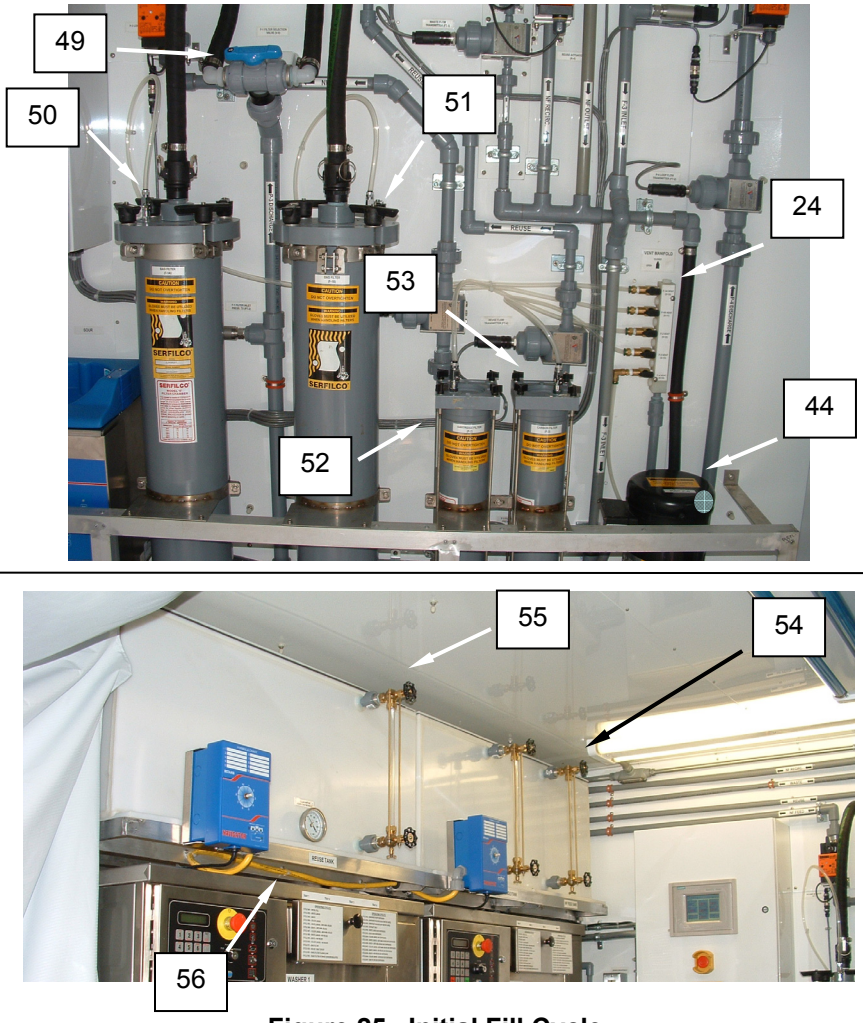

Figure 25. Initial Fill Cycle.
8. Use valve V-9 **(Figure 25, Item 49)** to select either filter F-1A **(Figure 25, Item 50)** or F-1B **(Figure 25, Item 51)**.
9. Open the vent valves on the vent valve manifold **(Figure 25, Item 24)** for Filter F-1A **(Figure 25, Item 50)** or F-1B **(Figure 25, Item 51)**(whichever is selected) and Filter F-2 **(Figure 25, Item 52)**. As the Water Treatment System Hold Tank (WTS) **(Figure 25, Item 46)** fills, a level sensor will activate causing pump P-3 to run.
10. Monitor water flow and ensure most of the air is evacuated from the line on Filter F-1A **(Figure 25, Item 50)** or F-1B **(Figure 25, Item 51)** (whichever is selected) and Filter F-2 **(Figure 25, Item 52)**, close the vent valves.
11. Open the vent valves on the vent manifold of Filter F-3 **(Figure 25, Item 53)** and P-4 Pump **(Figure 25, Item 44)**.
12. As the Nano Feed Tank **(Figure 25, Item 54)** fills, a level sensor will activate causing pump P-4 to run.
13. Once water is observed flowing through the clear vent hoses on F-3 **(Figure 25, Item 53)** and P-4 pump **(Figure 25, Item 44)**, close the vent valves.
14. As the initial fill continues, the Reuse Tank **(Figure 25, Item 55)** will fill. Initial fill is completed when the washer cycle is complete. Monitor the Reuse Tank thermometer **(Figure 25, Item 56)** to ensure the water is 110 ^{0}F minimum.